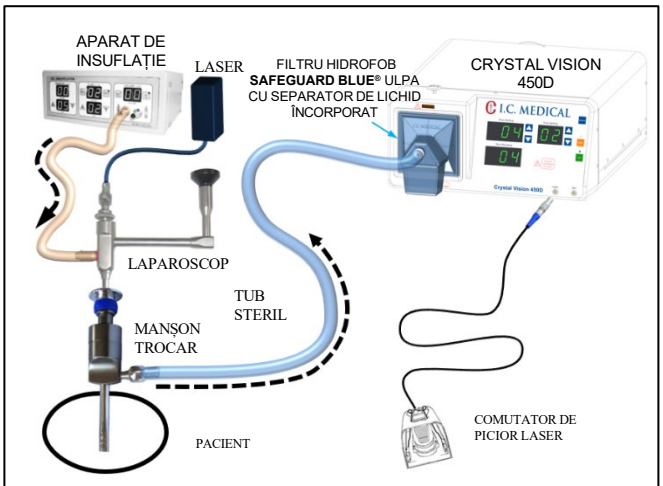

Figura 20: Setare pentru laparoscopie în cazul utilizării unui laser cu CO_2 și a unității Crystal Vision
2. Instalați și conectați un capăt al tubului intraabdominal la unitatea Crystal Vision, iar celălalt capăt la CANULĂ (TROCAR). Consultați Figura 20.